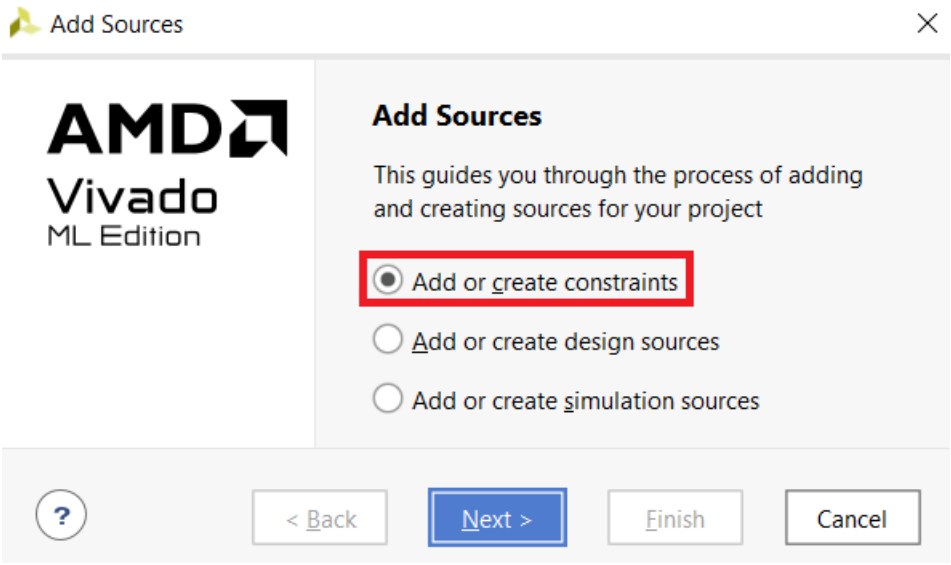

Figura 5. Captura de pantalla de *Add Sources* con *Add or create constraints* resaltado en rojo
2. En la ventana emergente, seleccionar *Add or create constraints* (Figura 5)